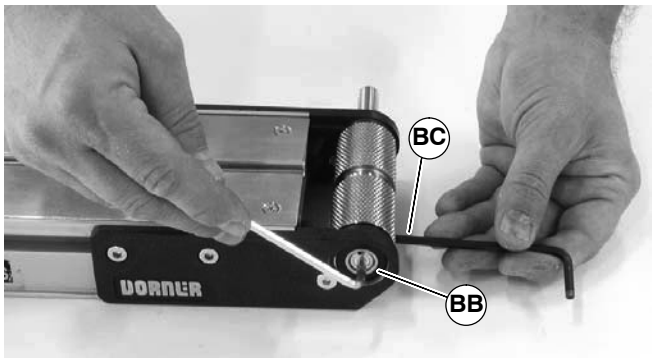

Figure 45
5. With 4mm hex-key wrench, tighten pulley taper screw (BB of Figure 45) to 75 in-lb (8.5 Nm). Steady pulley with second hex-key wrench (BC) inserted into pulley hole.